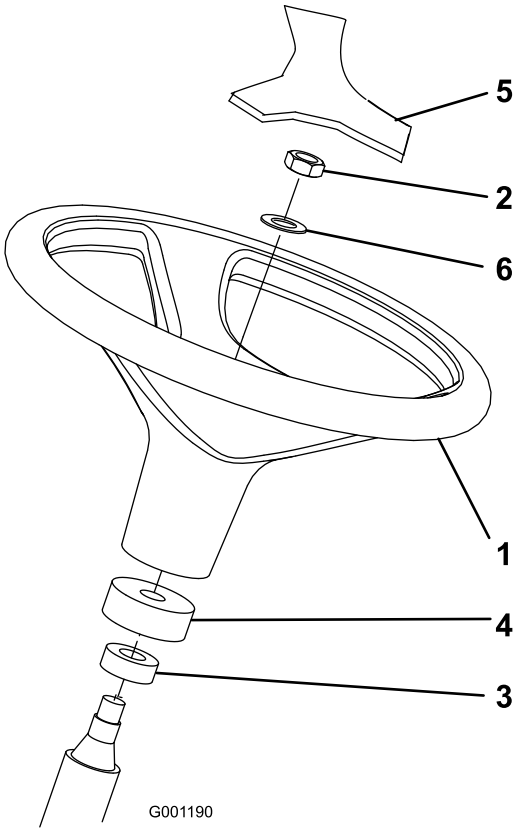

Figur 3
2. Lossa kontramuttern och brickan från styraxeln. Kontrollera att skumstoppringen och dammskyddet sitter på styraxeln (Figur 3).
3. Skjut på ratten och brickan på styraxeln (Figur 3).
5. Montera skyddet på ratten (Figur 3).